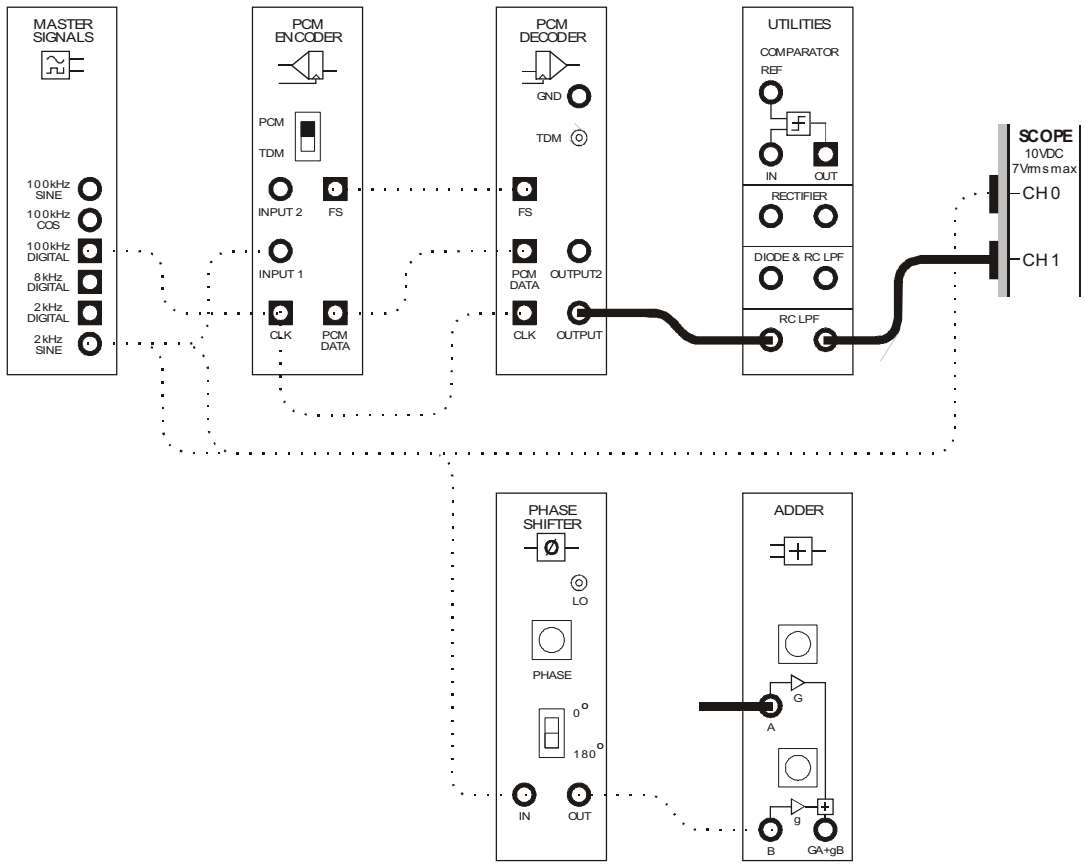
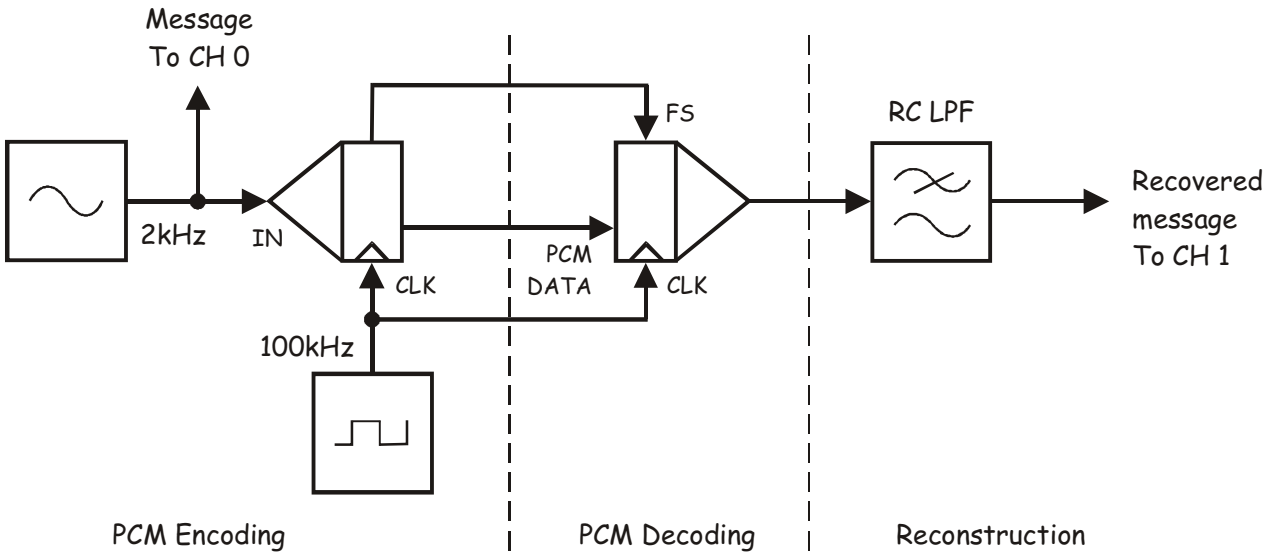

Figure 7
Figure 8
34. Modify the set-up as shown in Figure 7 below.
The set-up in Figure 7 can be represented by the block diagram in Figure 8 below. The RC LPF module is used to reconstruct the message by filtering.